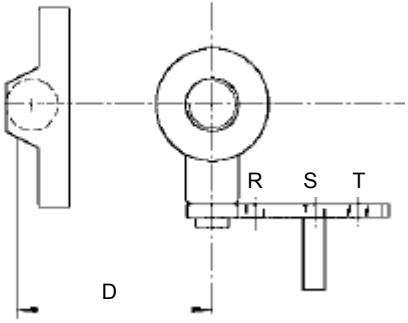

Рис. 6 Выбор хода штока
4) Закрепите позиционер на скобе или стойках пневмопривода, используя отверстия в скобе или U-образный болт (**E**). При монтаже, вставьте шплинт (B) в прорезь рычага позиционера и сдвигайте позиционер вправо до фиксации (Рис.6).